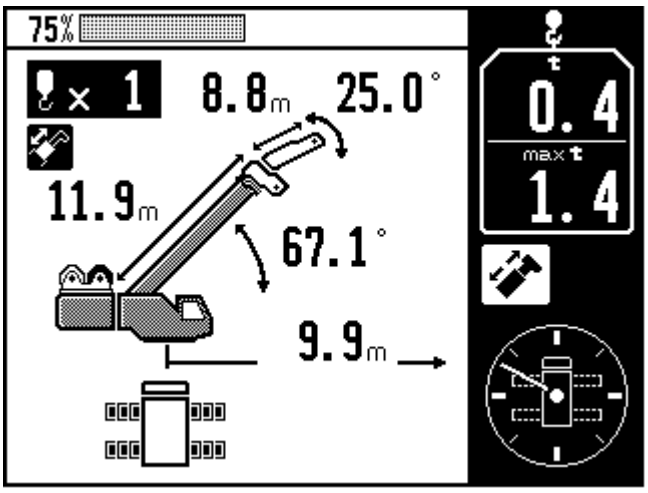
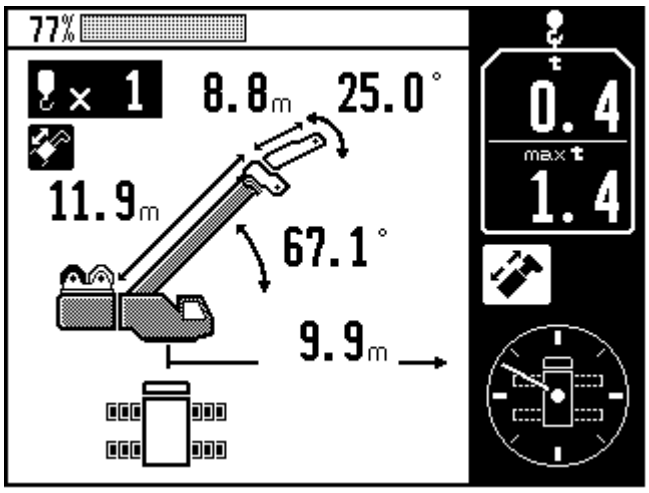

Fig. 7.7.3 Adjusted working status (Main winch front position)
Fig. 7.7.4 Normal (memorized) working status (Aux. winch back position)
(1) Models using user preset menu for winch position change
- Winch drum position icon display to normal operation status screen (Fig. 7.7.3, Fig. 7.7.4)